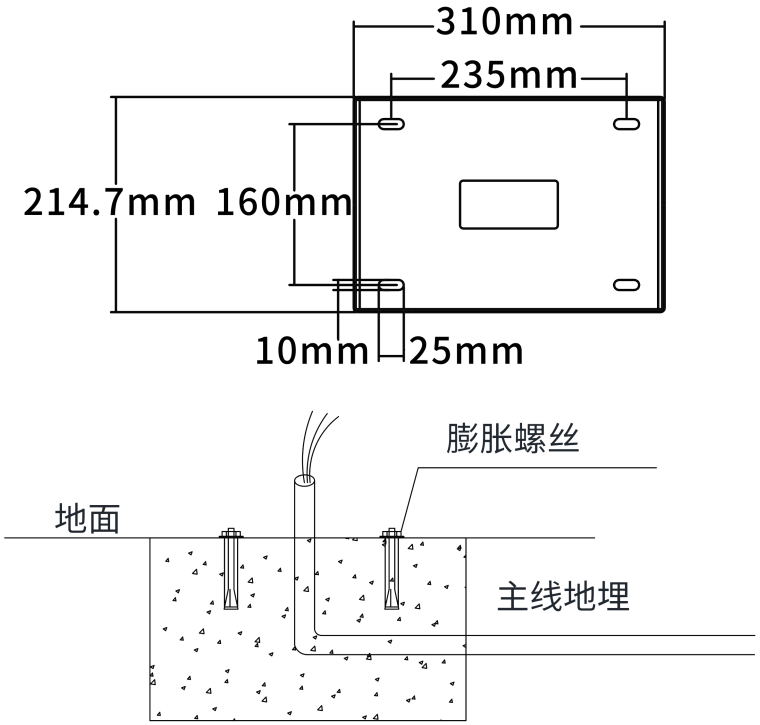

图 4
4、在预浇好的水泥地基上画出立柱固定螺丝孔位，再用 10mm 的冲击钻打 4 个孔装上 M8 的膨胀螺丝，如图 4。